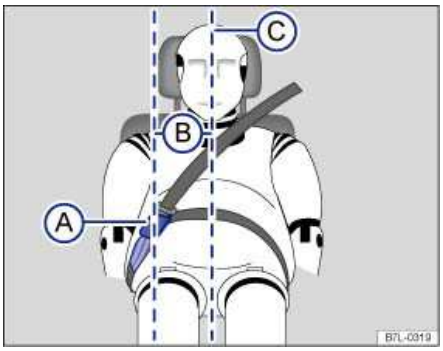

Fig. 65 Positioning of the safety belt extender.
Key to fig. 65:
- **Never use a safety belt extender if the distance (B) between the front edge of the safety belt extender buckle (A) and the centerline of the person using the safety belt extender**
⇒fig. 65 (C) is less than 6 inches (15 cm).